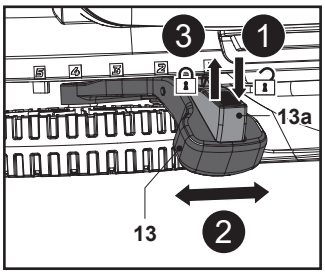

Fig. 9
1. Appuyer sur le bouton de verrouillage (13a) et le maintenir dans cette position (Fig. 9, étape 1).
2. Déplacer le levier (13) vers l'avant ou vers l'arrière pour régler la hauteur de coupe (Fig. 9, étape 2).
3. Relâcher le bouton de verrouillage (13a) et s'assurer que le levier (13) s'engage correctement dans l'encoche (Fig. 9, étape 3).